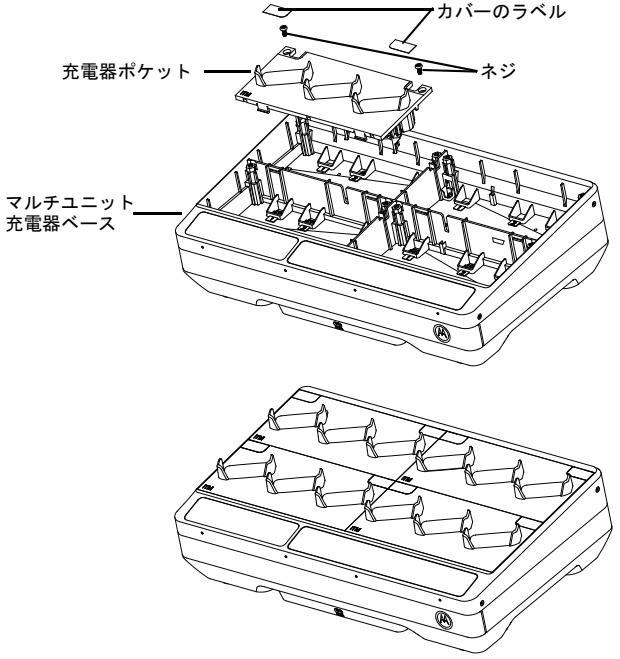

図 8: 充電ポケットの取り付けと取り外し
4. コネクタをまっすぐ上に引っ張ってポケット ハーネスを外します (図 8 を参照してください)。